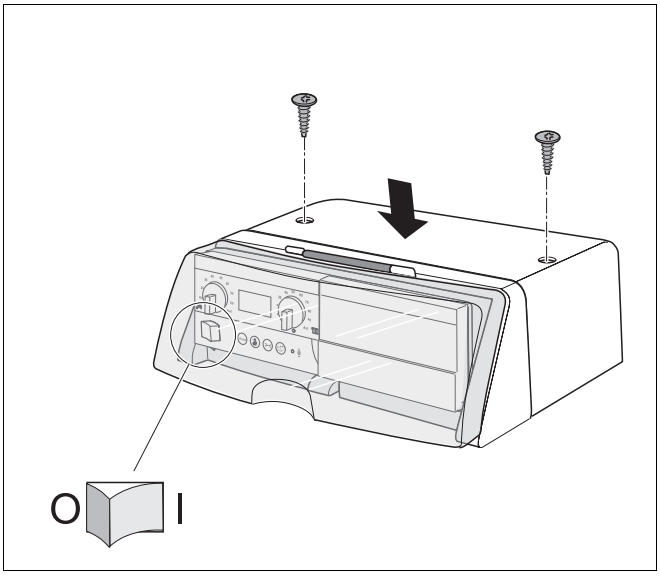

Rys. 10 Montaż pokrywy
- Wsunąć pokrywę do dołu w prowadnice sterownika (rys. 10).